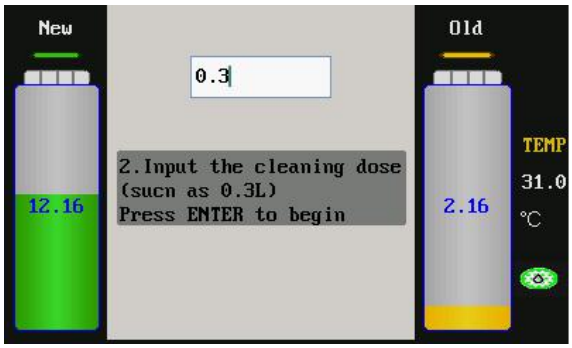

Fig.40
12) According to the prompts on the interface, load a certain amount of detergent to a standard measuring cup, and then press OK key to continue. The interface is as shown in Fig.40.